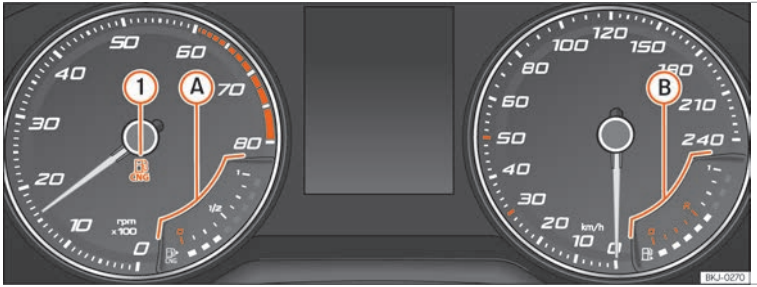

Fig. 70 Analogue instrument panel: natural gas gauge
CNG	**It lights up green ››› Fig. 70 ①**